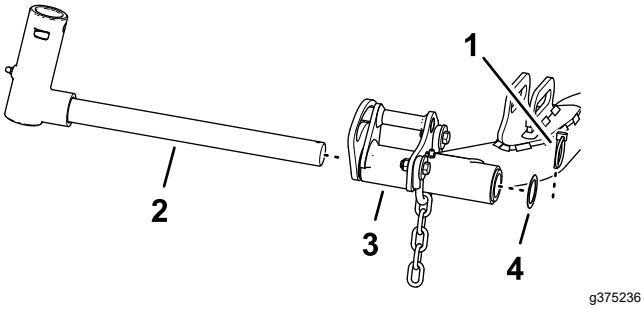

Figur 27
1. Fjern ringstiften og spændeskiven, der fastgør løftearmens drejeaksel til løftearmen, og skub drejeakslen ud af løftearmen (Figur 27).